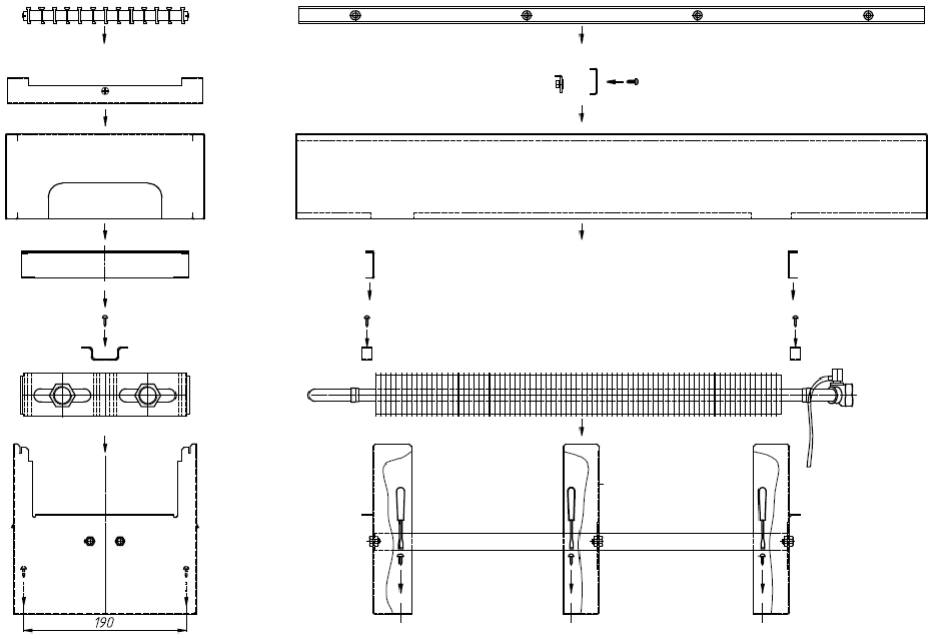

**Рис.7**
В напольном варианте закрепить опоры шурупами (рис. 7).
Установить тепловой элемент на опоры. Зафиксировать скобами. Выполнить соединение штуцеров конвектора с подводящим и отводящим трубопроводами. Чтобы исключить сворачивание медных труб конвектора при соединении необходимо ключом удерживать шестигранники штуцеров нагревательного элемента (рис.7, 8б).
5.7. Установить на крайние опоры вставки, для поддержки декоративной решётки. Навесить кожух обратно на опоры, не фиксируя в опорах (рис.7, 8в).